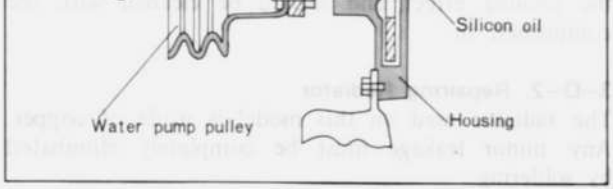

Fig. 3–4 Fan drive
1. Apply scotch tape to the positions on the fan as shown in Fig. 3–4.